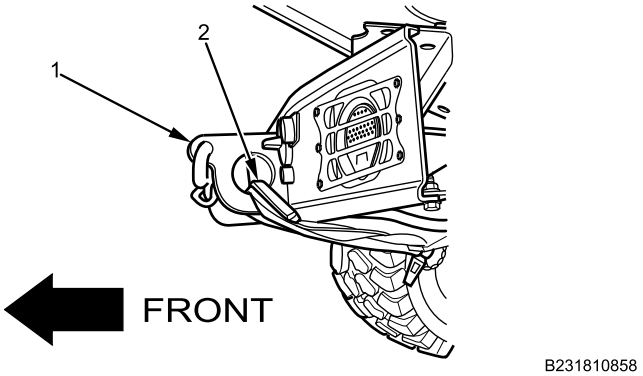

Figure 2. Front Towing Eye.
4. Insert second lifting strap through front towing eye (Figure 2, Item 1), and through loop (Figure 2, Item 2) on other end of strap. Pull to tighten strap around front towing eye.